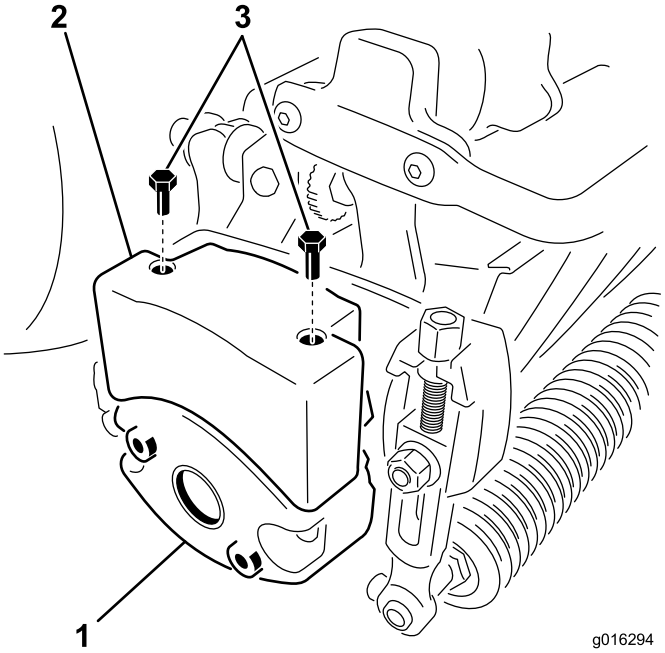

Figur 11
4. Fjern de to boltene som fester vekten på venstre side av klippeenheten (Figur 11).
6. Monter en øvre vekt på klippeenhetsvekten ved hjelp av to sekskanthodeskruer (Figur 11).